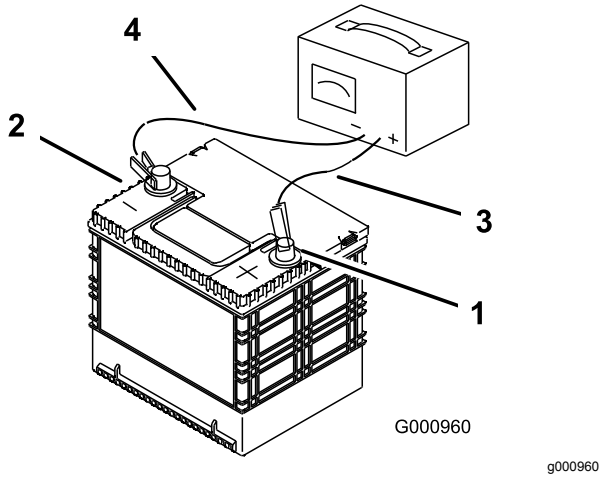

Figur 65
2. Når batteriet er helt oppladet, kobler du laderen fra strømuttaket, og deretter laderledningene fra batteripolene (Figur 65).